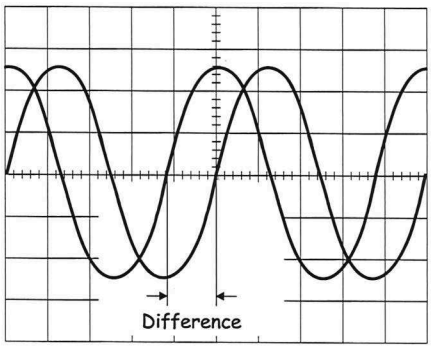

Figure 6
13. Use the rulers to measure the time difference between the two signals as shown in Figure 6.